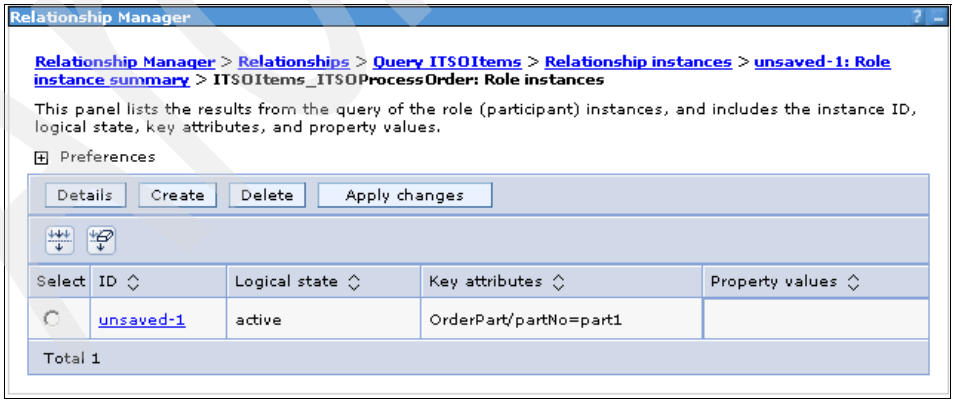

Figure C-14 The new role instance still unsaved
13. In the panel in Figure C-14, although we added OrderPart/partNo=part1, the panel still shows `unsaved-1` as the ID. Click **Apply changes** to save the data.